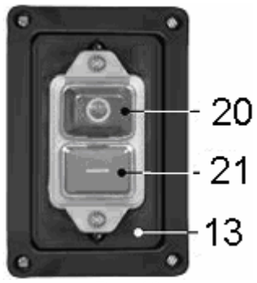

Рис.10
9.1. Действие магнитного пускателя, Рис. 10